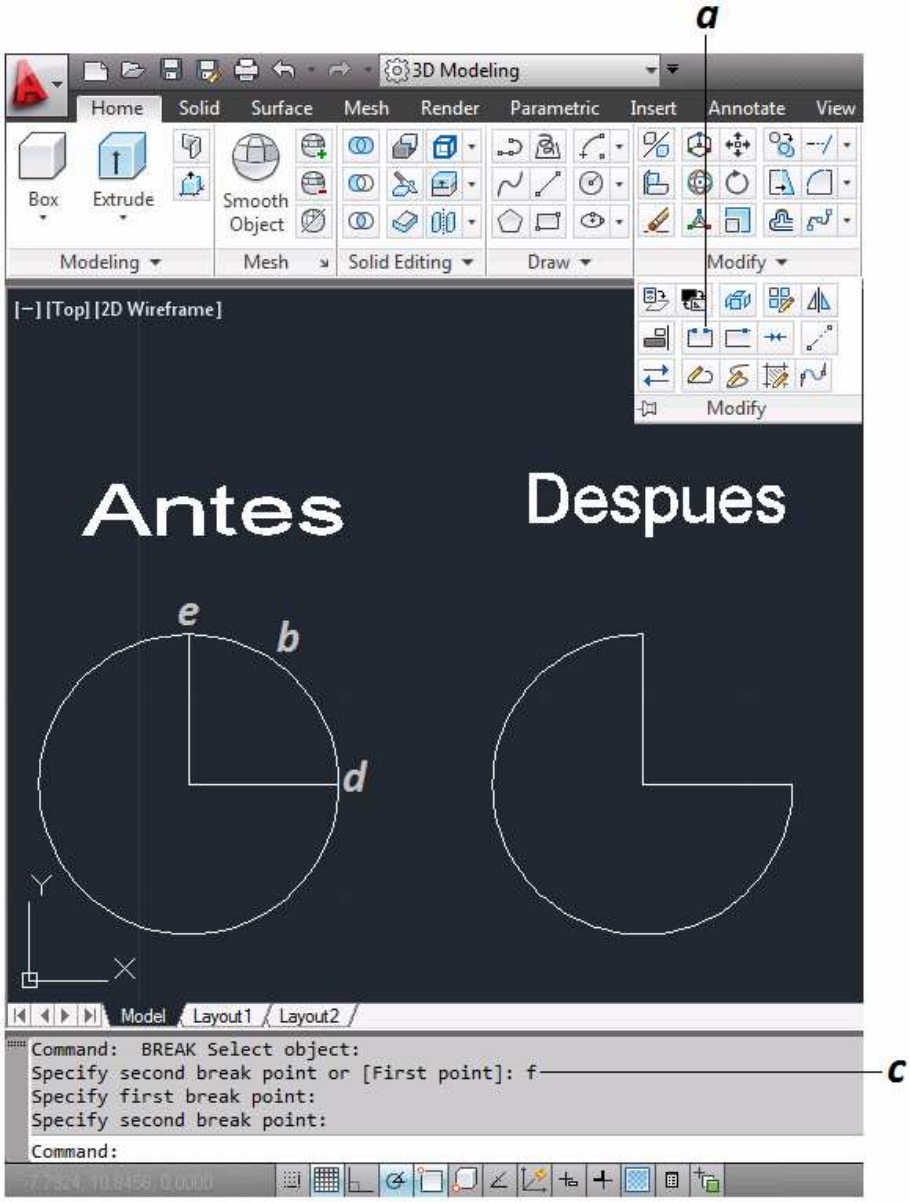

Figura 3.40 Modificacion de Entidades "Partir"
a. Se selecciona el comando Partir *(figura 3.40).*
b. Se selecciona la entidad que se partirá *(figura 3.40).*
c. Se introduce F [P] para indicar el inicio de la partida *(figura 3.40).*
d. Se selecciona el inicio *(figura 3.40).*
e. Se selecciona el punto final del corte *(figura 3.40).*